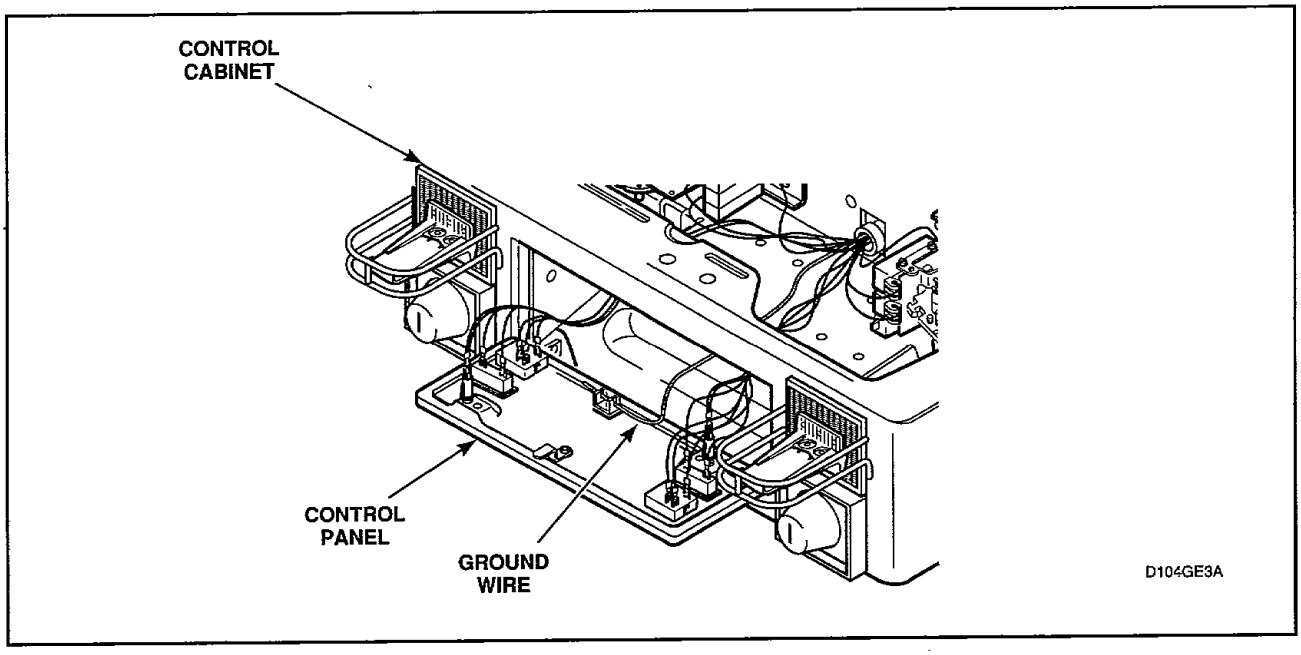

Figure 5
c. Disconnect all wires from the control panel components; then remove ground clip and screw holding ground wire to control cabinet and control panel, *Figure 5.*